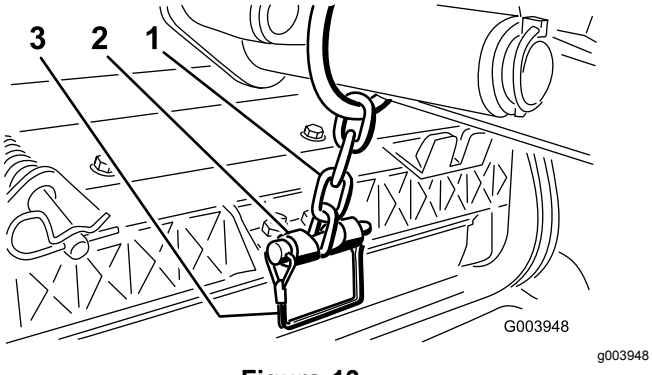

Figura 13
12. Prenda a corrente do braço de elevação ao suporte da corrente com o pino de encaixe (Figura 13).